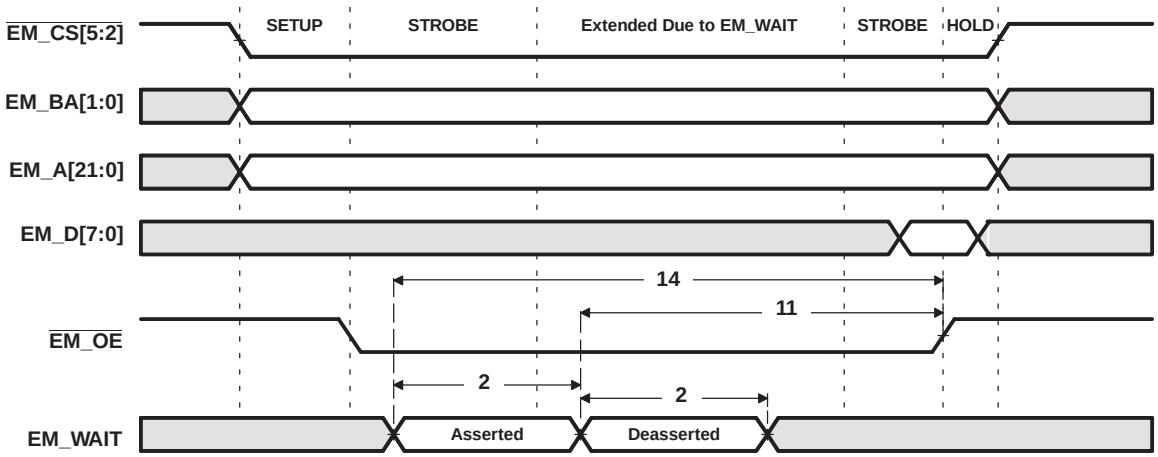
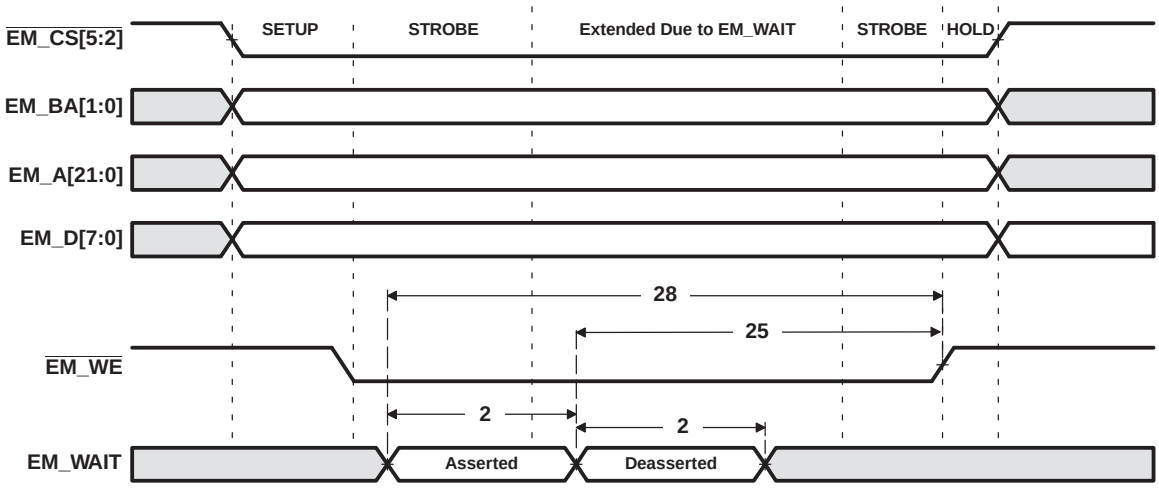

**Figure 6-16. EM_WAIT Read Timing Requirements**
**Figure 6-17. EM_WAIT Write Timing Requirements**
(1) E = SYSCLK3 period in ns for EMIFA. For example, when running the DSP CPU at 600 MHz, use E = **10** ns.
(2) Setup before end of STROBE phase (if no extended wait states are inserted) by which EM_WAIT must be asserted to add extended wait states. Figure 6-16 and Figure 6-17 describe EMIF transactions that include extended wait states inserted during the STROBE phase. However, cycles inserted as part of this extended wait period should not be counted; the 4E requirement is to the start of where the HOLD phase would begin if there were no extended wait cycles.